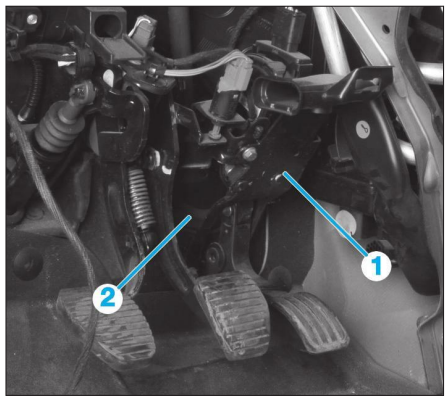
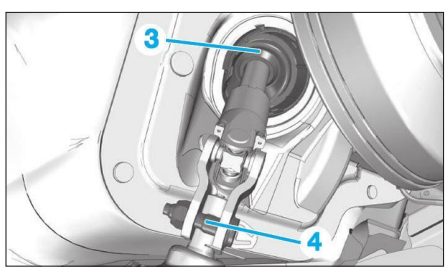
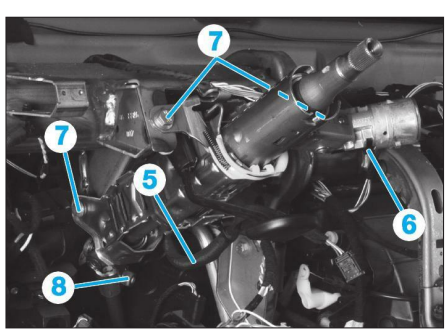

Fig. 5
Fig. 6
Fig. 7
*Il est possible de seulement déposer la partie supérieure de la colonne de direction **(Fig.7)**. Pour cela, déposer la vis (8) de l'axe intermédiaire de la colonne de direction.*
• Déposer l'ensemble pédale accélérateur (1) **(Fig.5)**.
• Dégrafer le joint situé derrière la pédale d'accélérateur (2).
• Dégrafer le joint (3) (côté compartiment moteur) **(Fig.6)**.
• Déposer la vis et l'écrou (4).
• Dégrafer le faisceau électrique (5) **(Fig.7)**.
• Débrancher le connecteur (6) de l'antivol de direction.